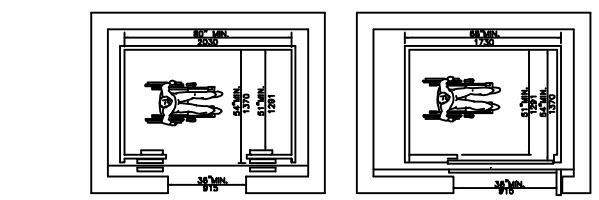

FIG. 22
4.10.9 FLOOR PLAN OF ELEVATOR CARS. THE FLOOR AREA OF ELEVATOR CARS SHALL PROVIDE SPACE FOR WHEELCHAIR USERS TO ENTER THE CAR, MANEUVER WITHIN REACH OF CONTROLS, AND EXIT FROM THE CAR. ACCEPTABLE DOOR OPENING AND DOOR OPENING SHALL BE AS SHOWN IN FIG. 22 THE CLEARANCE BETWEEN THE CAR PLATFORM SILL AND THE EDGE OF ANY HOISTWAY LANDING SHALL BE NO GREATER THAN 1-1/4" (32mm).